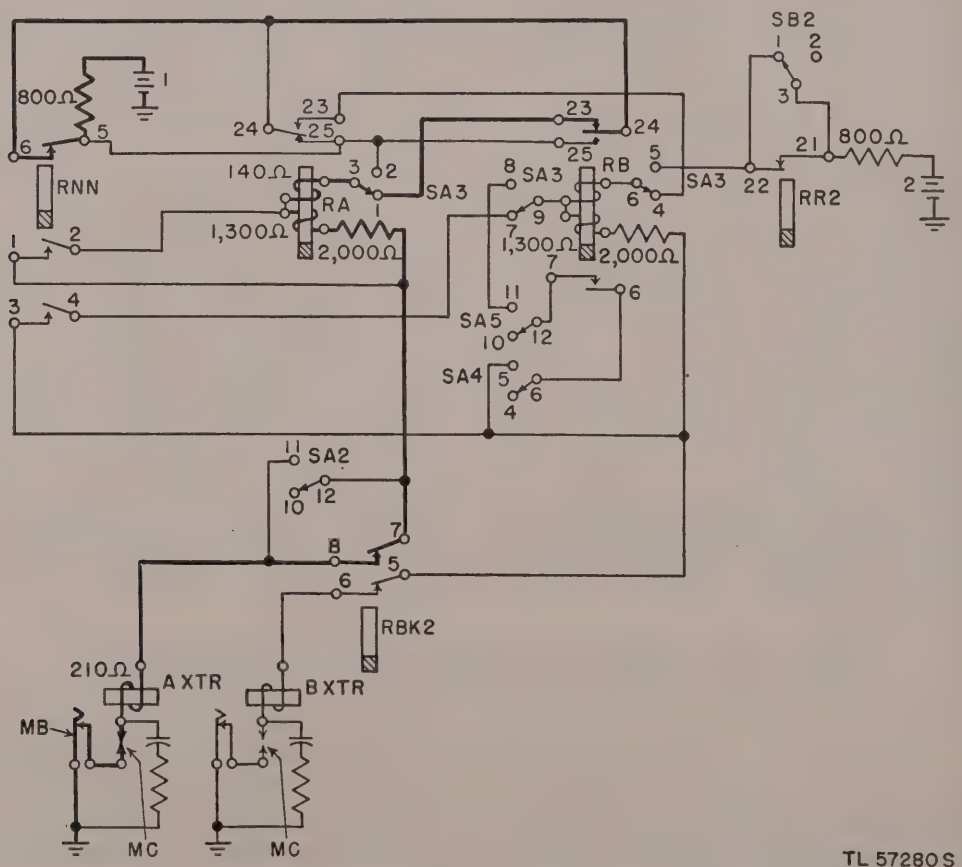
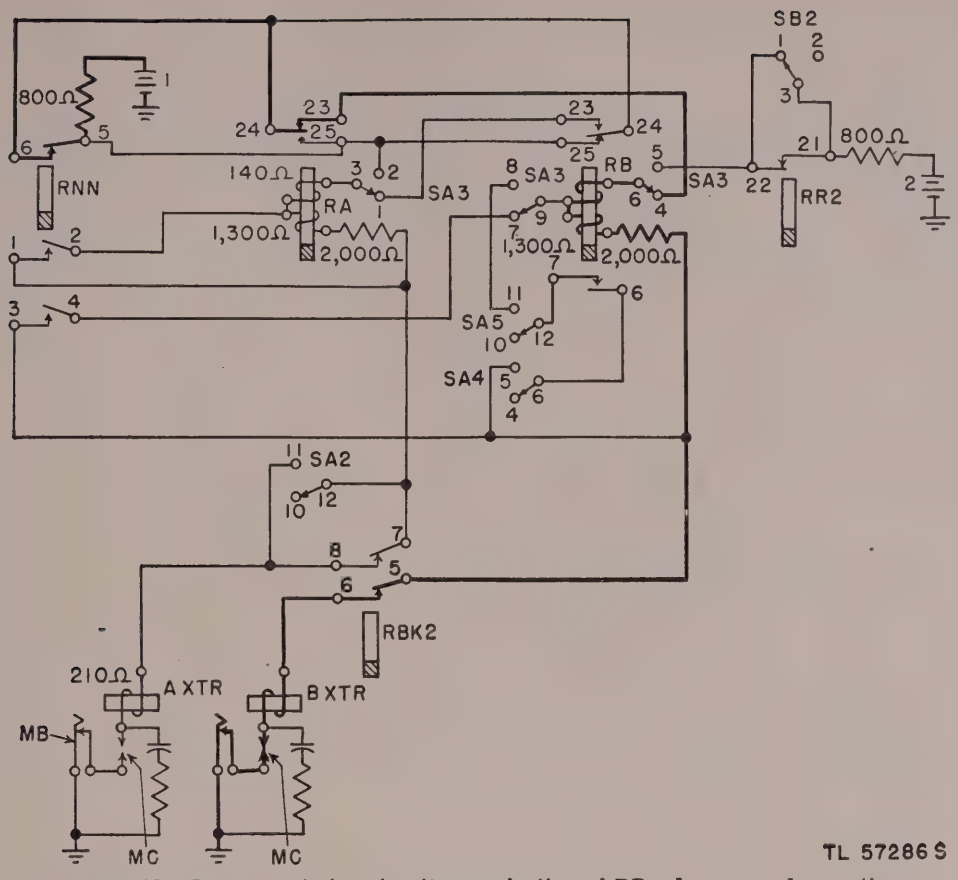
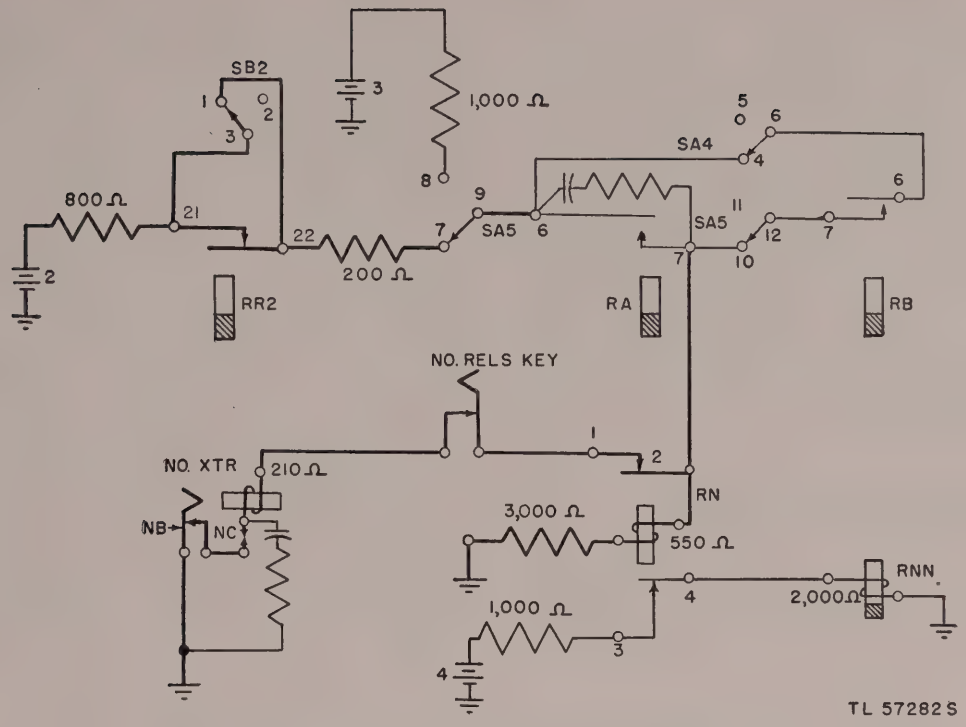
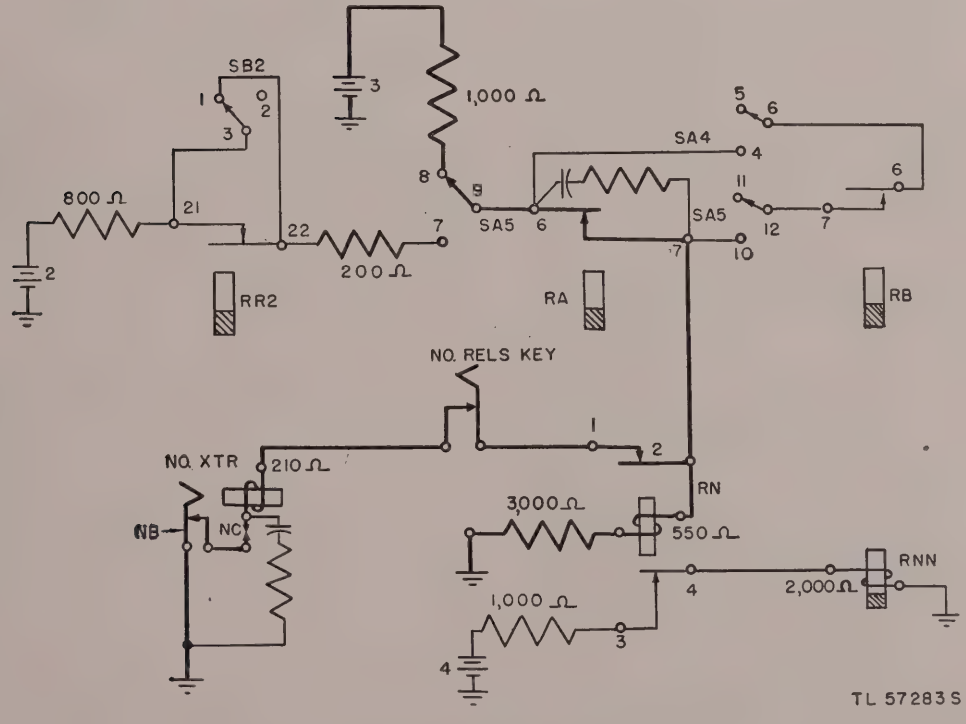

Figure 41. Pretransmission circuit, energization of RA relay, normal operation.
Figure 42. Pretransmission circuit, energization of RB relay, normal operation.
Figure 44. Number transmitter circuit, normal operation.
Figure 45. Number transmitter circuit, split operation.
a. The detailed functioning of Teletypewriter Sets AN/TGC–1 and AN/TGC–1A may be followed by examining figures 41 through 60. These diagrams cover the theory of operation of the transmission and control circuits of the teletypewriter set. In the individual circuit diagrams used in this section, the heavy line indicates the circuit being described; relays are shown operated or nonoperated depending on their action in the circuit being described.
b. The separate numbered batteries in the individual circuit diagrams (figs. 41 through 60) represent the live pole of battery marked L in the schematic diagrams (figs. 127 through 132).
(1) Contact 5 of relay RB is written RB–5.
(2) Contacts 7 and 8 of relay RBK2 is written RBK2–7/8.
(3) Contacts 11 and 12 of the third section of switch SA is written as SA3–11/12.
97. Transmitter Circuits (figs. 41, 42, and 43)
a. Normal Operation (figs. 41 and 42). With switch SA in the NORMAL position, when transmitter start lever MB is depressed and released, tape-out contacts MC close mechanically, completing the circuit (heavy line, fig. 41) from battery 1 through relay RA and the A transmitter magnet, in series. The 1,300-ohm resistance in the lower winding of relay RA in series with a 2,000-ohm resistor limits the current in this circuit so that the current is great enough to operate relay RA but not great enough to operate the A transmitter magnet. The operation of RA disables, at contacts RA–24/23, the energizing circuit for relay RB. Therefore if a second tape is inserted in the B transmitter unit, no action takes place until after the release of RA which allows contacts RA–24/23 to close and the circuit for relay RB to be completed. The circuit for energizing relay RB is similar to that for energizing relay RA and is shown in heavy line in figure 42.
98. Number Transmitter Circuit (figs. 44 and 45)
a. Normal Operation. Figure 44 shows the circuit for energizing the number transmitter magnet when switch SA is in the NORMAL position. (In figure 44 the circuit common to relays RA and RB is shown in heavy line, and relays RA and RB are shown in the nonoperated condition.) With relay RA operated, the circuit is from battery 2 through SB2–3/1, SA5–7/9, RA–6/7, through relay RN and the number transmitter magnet, in parallel, to ground. With relay RB operated, the circuit is from battery 2, through SB2–3/1, SA5–7/9, SA4–4/6, RB–6/7, SA5–10/12, through relay RN and the number transmitter magnet, in parallel, to ground. The resistances of the two branches are proportioned so that sufficient current flows to operate the number transmitter magnet but not sufficient to operate relay RN. The number transmitter magnet therefore operates and releases the transmitter clutch, sending out the next number. At the end of the number an unshift (letters) signal occurs, which is mechanically *sensed* causing momentary opening of contacts NC. The opening of contacts NC breaks the number transmitter magnet circuit and raises the current in the RN branch of the circuit to a value sufficient to operate relay RN. The operation of RN opens contacts RN–2/1 (and RN–3/4: see paragraph 99), preventing reenergization of the number transmitter magnet even though contacts NC again close. (Fig. 42 shows relay RN in the nonoperated condition.)
b. Split Operation (fig. 45). When switch SA is thrown to SPLIT, it removes contacts RB–6/7 (fig. 45) from the number transmitter circuit by changing contacts SA4–4/6 and SA5–10/12 to contacts SA4–5/6 and SA5–11/12; contacts RB–6/7 therefore no longer control the operation of the
c. Single Operation (fig. 45). When switch SB is thrown to SINGLE (changing SB2–1/3 to SB2–2/3) the short across contacts RR2–22/21 is removed. If switches SA and SB are in the NORMAL and SINGLE positions, respectively, the number transmitter unit cannot be operated while feed-out control relay RR2 remains operated (par. 104). (In fig. 44, relay RR2 is shown in the nonoperated condition.)
Whenever relay RN is operated it releases relay RNN (fig. 45 at contacts RN–3/4). (Fig. 45 shows relay RNN in the operated condition.)
a. Normal Operation. At the end of the message, as the tape runs out, the tape-out sensing pin (par. 115*g*(1)) rises, causing contacts MC (fig. 41) to open. The opening of MC causes release of the A (or B) transmitter magnet and relay RA (or RB). The release of RA or RB breaks the energizing circuit to RN (fig. 44). The release of RN reenergizes RNN, restoring the teletypewriter set circuits to the pretransmission state of rest in readiness for transmission of the next message (fig. 41). If a second message is inserted in the idle transmitter, the reoperation of RN will immediately complete the transmitting circuit for the A or B transmitter magnet, commencing a new cycle of operation.
a. Number Release Key. Depressing the NUMBER RELEASE key opens the number transmitter magnet circuit (fig. 44). Therefore, if the NUMBER RELEASE key is depressed when a tape is put in the A or B message transmitter unit and is held depressed until after transmitter start lever MB is released, relay RN will be energized immediately after RA or RB operates and no number will be transmitted.